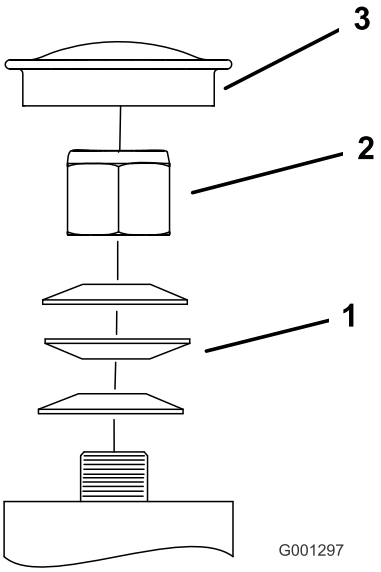

**Figur 50**
3. Fjern støvhætten fra styrehjulet, og spænd låsemøtrikken (Figur 50).
4. Spænd låsemøtrikken, indtil fjederskiverne er flade, og skru derefter 1/4 omgang ud for at indstille forspændingen på lejerne korrekt (Figur 50).
**Vigtigt: Sørg for, at fjederskiverne monteres korrekt som vist i Figur 50.**
5. Monter støvdækslet (Figur 50).